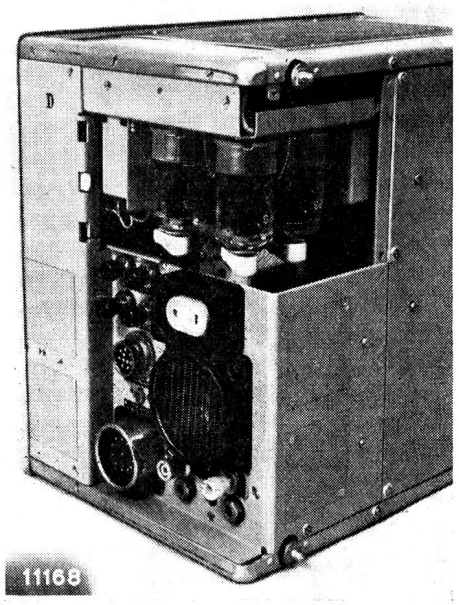

Fig. 37
7.2.1. Der Röhrenwechsel. Zum Auswechseln einer Röhre muss das Gerät, nach dem Lösen der vier unverlierbaren Schrauben auf der Rückseite, aus dem Gehäuse herausgezogen werden. Dann ist die Rückwand für das Chassis D, oder für die übrigen Chassis abzunehmen (Fig. 37).